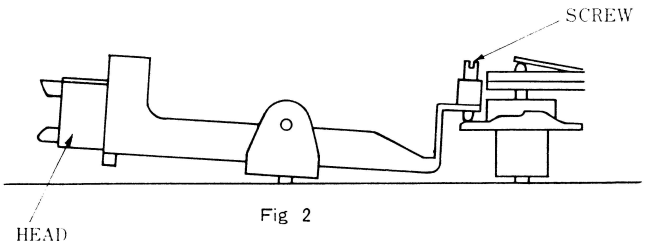

Fig 2
3. **After the above adjustments, play a standard tape with a 1 Kc/s signal and adjust the screw indicated in fig. 2 for maximum output power.**